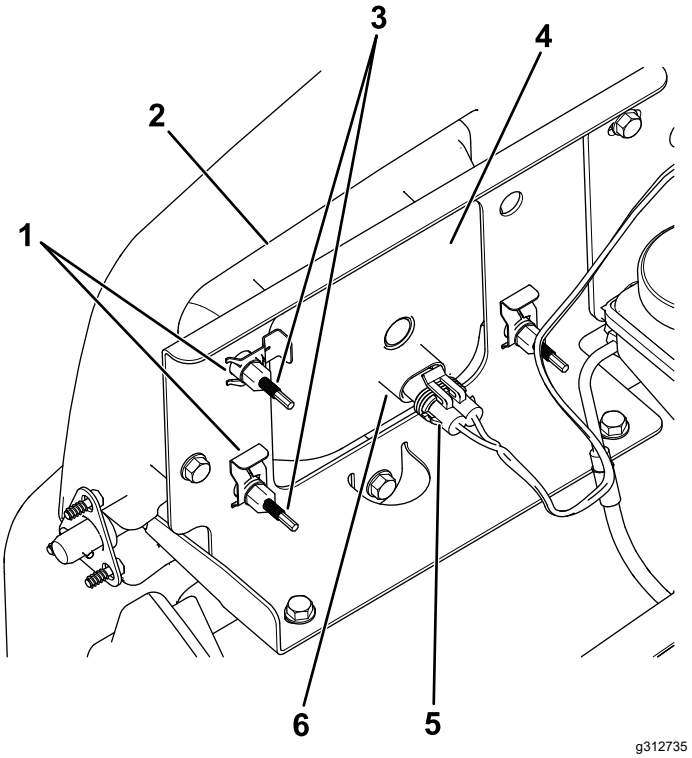

Figur 48
3. Koppla loss kablagets elektriska anslutning från lampenhetens kontakt (Figur 48).
4. Ta bort snabbklämmorna som fäster strålkastaren vid strålkastarfästet (Figur 48).
5. Demontera strålkastarenheten genom att flytta den framåt genom öppningen i den främre stötdämparen (Figur 48).
6. För in den nya strålkastaren genom öppningen i stötdämparen (Figur 48).
8. Anslut kablagets elektriska anslutning till lampenhetens kontakt (Figur 48).
5. Vrid justerskruvarna (Figur 48) på baksidan av strålkastarenheten för att vrida enheten och rikta in ljuskäglan.